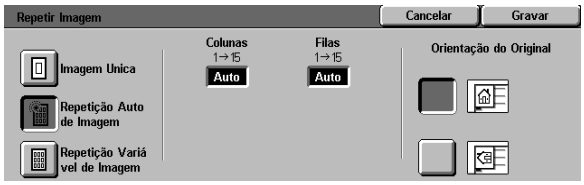

Figura 12: Ecrã de pormenores da opção Repetição Auto de Imagem
- **Repetição Auto de Imagem** (Figura 12)